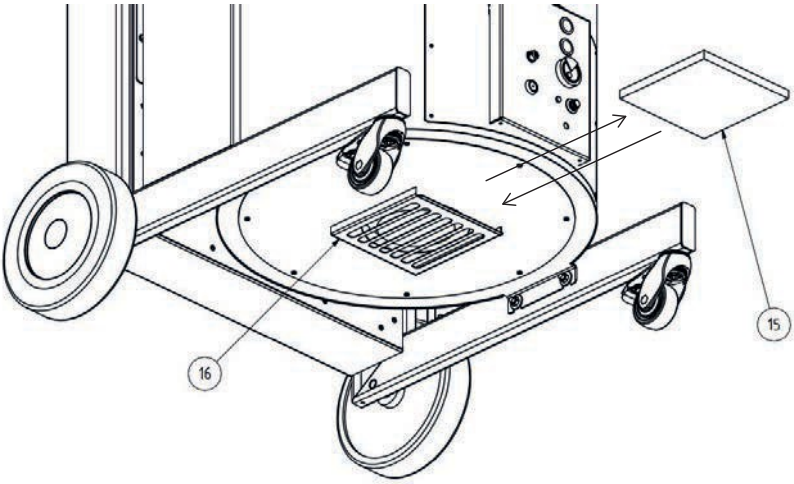

Figure 6, Changing the intake filter
- Pull the intake filter (Fig. 6, No. 15) forwards out of the intake filter holder (Fig. 6, No. 16) and put it in the rubbish bag.